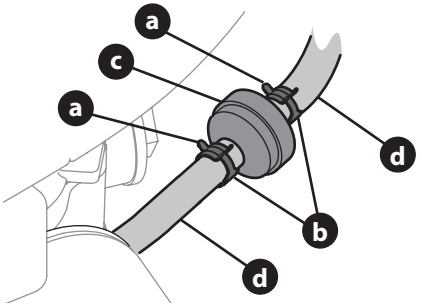

Figure 15
2. À l'aide de pinces, serrez les pattes (a) sur les colliers (b) de serrage et faites ensuite glisser les colliers en les éloignant du filtre à carburant (c) (Figure 15).